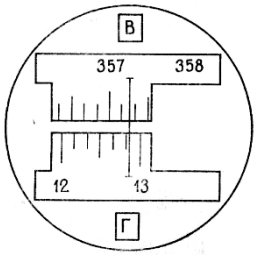

Рисунок 21*Отсчет по горизонтальному кругу 12°52′ вертикальному кругу 357°16′*
*Теодолит Т30*. Цена деления лимба равна 10′ (см. Рисунок 21)